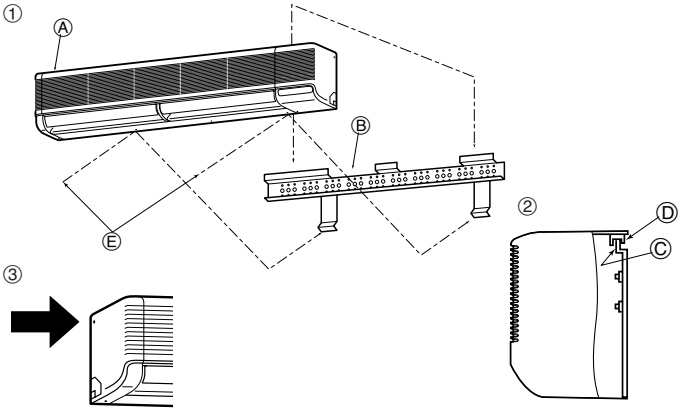

Fig. 3-11
3.4. Montaje de la unidad interior (Fig. 3-11)
① Asegúrese de colgar los enganches de metal de la unidad interior en los ganchos del soporte de montaje.
② Cuando el trabajo de tuberías esté terminado, utilice los tornillos de fijación para sujetar la unidad interior al soporte de montaje.